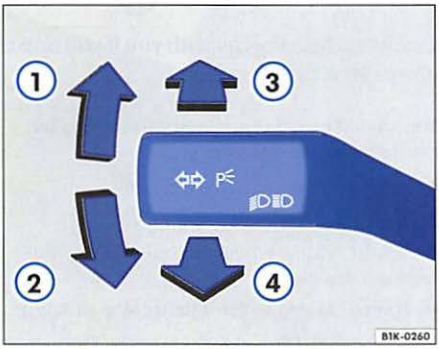

Fig. 38 Turn signal and high beam lever
– Move the lever all the way up ⇒ fig. 38 ① to indicate a **right** turn, and all the way down ② to indicate a **left** turn.